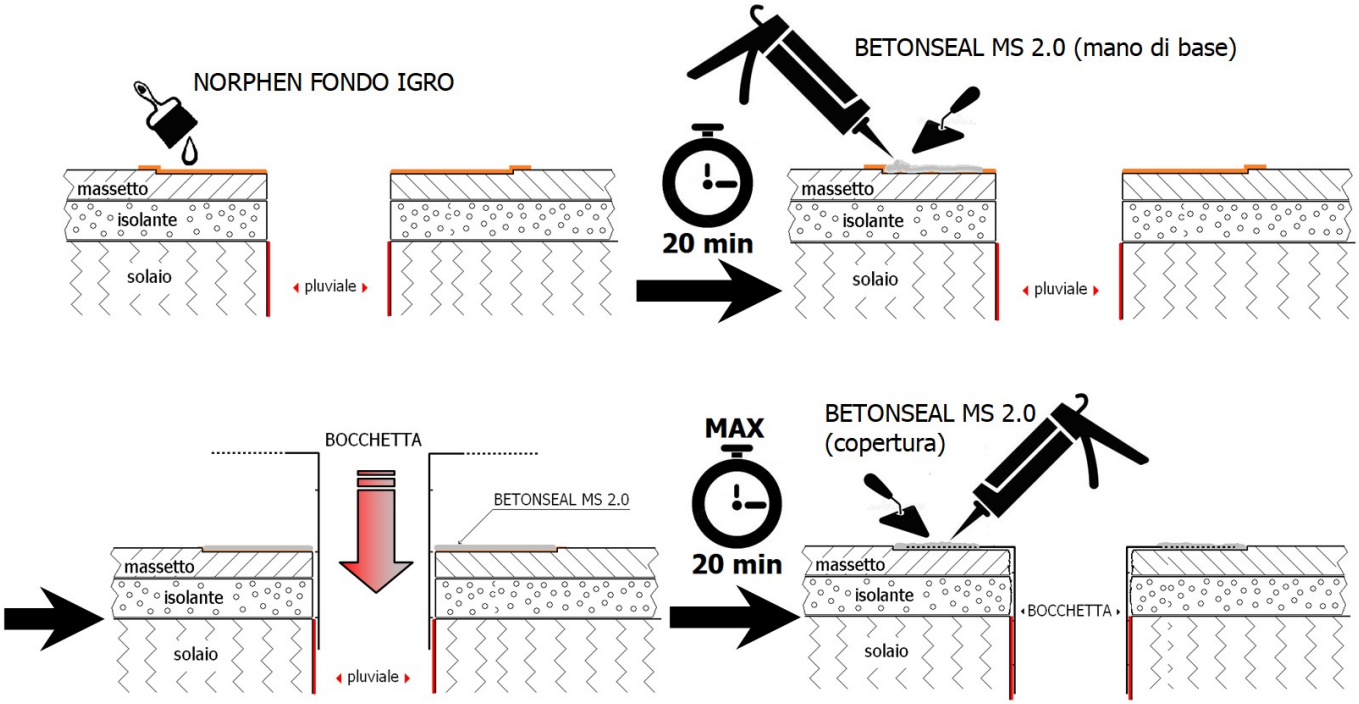

Fig. 4: installazione della bocchetta e sigillatura
► *Posa e sigillatura della bocchetta (vedi Fig. 4)*